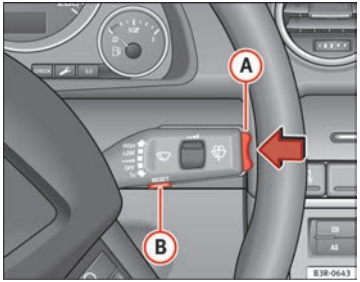

Abb. 58 Scheibenwischerhebel: Funktionswahlschalter
– Drücken Sie den Funktionswahlschalter im Scheibenwischerhebel (A) ⇒ Abb. 58 oben bzw. unten, um den eingestellten Wert zu verändern. Die Werte laufen in Schritten von 10 km/h auf- bzw. abwärts. ▶
– Drücken Sie die Reset-Taste im Scheibenwischerhebel (B) ⇒ Abb. 58 solange, bis im Display das durchgestrichene Geschwindigkeitswarnsymbol der Warnschwelle 2 erscheint.